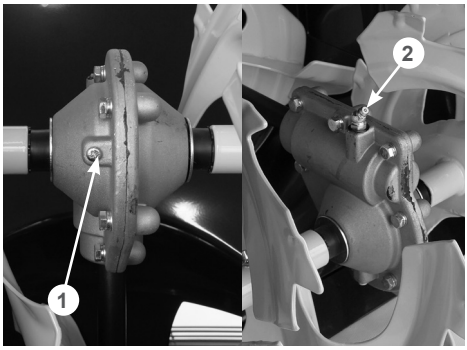

Рис. 42 Добавление смазки в редуктор
1. Очистите от загрязнений винт 1 в нижней части редуктора, пресс-маслёнку 2 и корпус редуктора вокруг них (Рис. 42).
3. Выкрутите винт 1 в нижней части редуктора и подложите под нижнее отверстие в редукторе кусок ветоши (Рис. 42).
4. Установите наконечник шприц-пресса на пресс-маслёнку 2 и начните заправлять смазку в редуктор (Рис. 42).